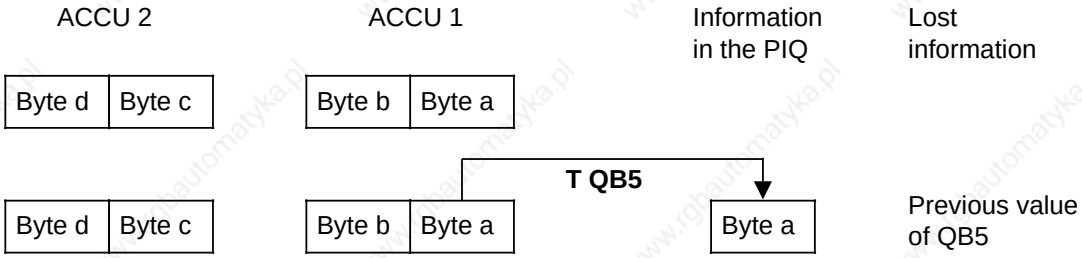

**Figure 8-3. Transferring a Byte**
**Example:** Figure 8-3 shows how byte a, the low byte in ACCU 1, is transferred to QB5.